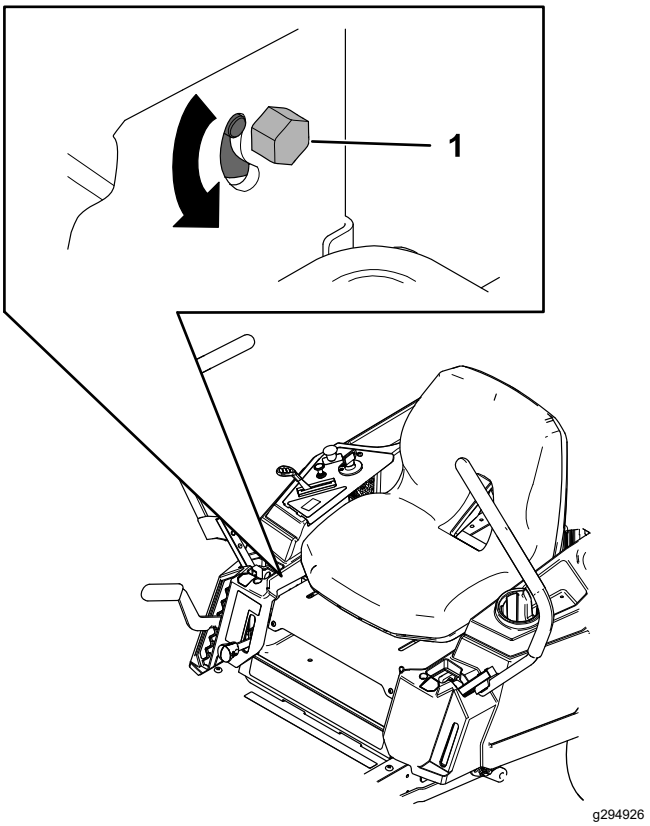

Figuur 54
3. Zoek de stelbout voor sporing in de buurt van de rijhendel aan die kant die afgesteld moet worden (Figuur 54).